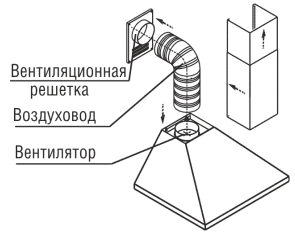

рис. 8
6.5. В зависимости от режима эксплуатации вытяжки соедините вентилятор (при помощи переходника) КВ «**Оптима 50/60П(Н)-400-ПЗЛ**», «**Оптима 50/60П(Н)-400-КЗЛ**») с вентиляционной решеткой воздуховодом (рис. 8) или установите на вентилятор **угольные фильтры**.
6.7 Установите фальштрубы (рис. 8, 9). Выдвиньте верхнюю фальштрубу, (рис. 11) и прикрепите ее самонарезающими винтами к кронштейну.
- будьте осторожны при установке фальштруб (рис. 8), не повредите поверхности из нержавеющей стали. Их легко поцарапать.